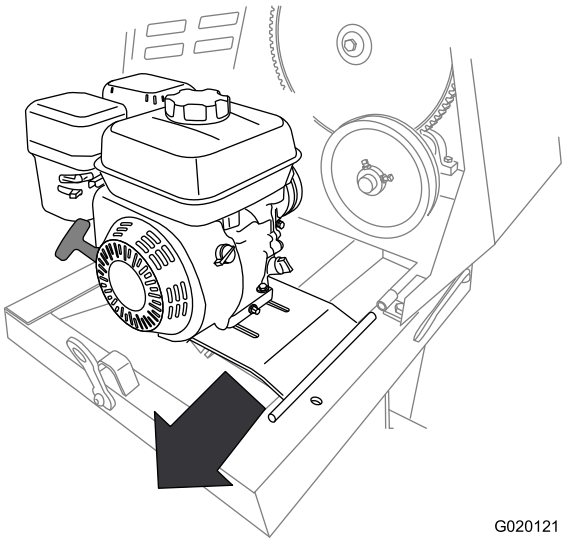

Figura 60
9. Deslice la chapa del motor hacia atrás para retirarla del soporte delantero de la bisagra (Figura 60).
10. Retire el motor y la chapa del motor de la máquina (Figura 60).
2. Alinee el pivote de la chapa del motor con el soporte delantero de la bisagra (Figura 60).
3. Deslice la chapa del motor hacia adelante encajando el pivote en el soporte delantero de la bisagra (Figura 60).
4. Alinee el soporte trasero de la bisagra con el pivote de la bisagra de la chapa del motor (Figura 60).